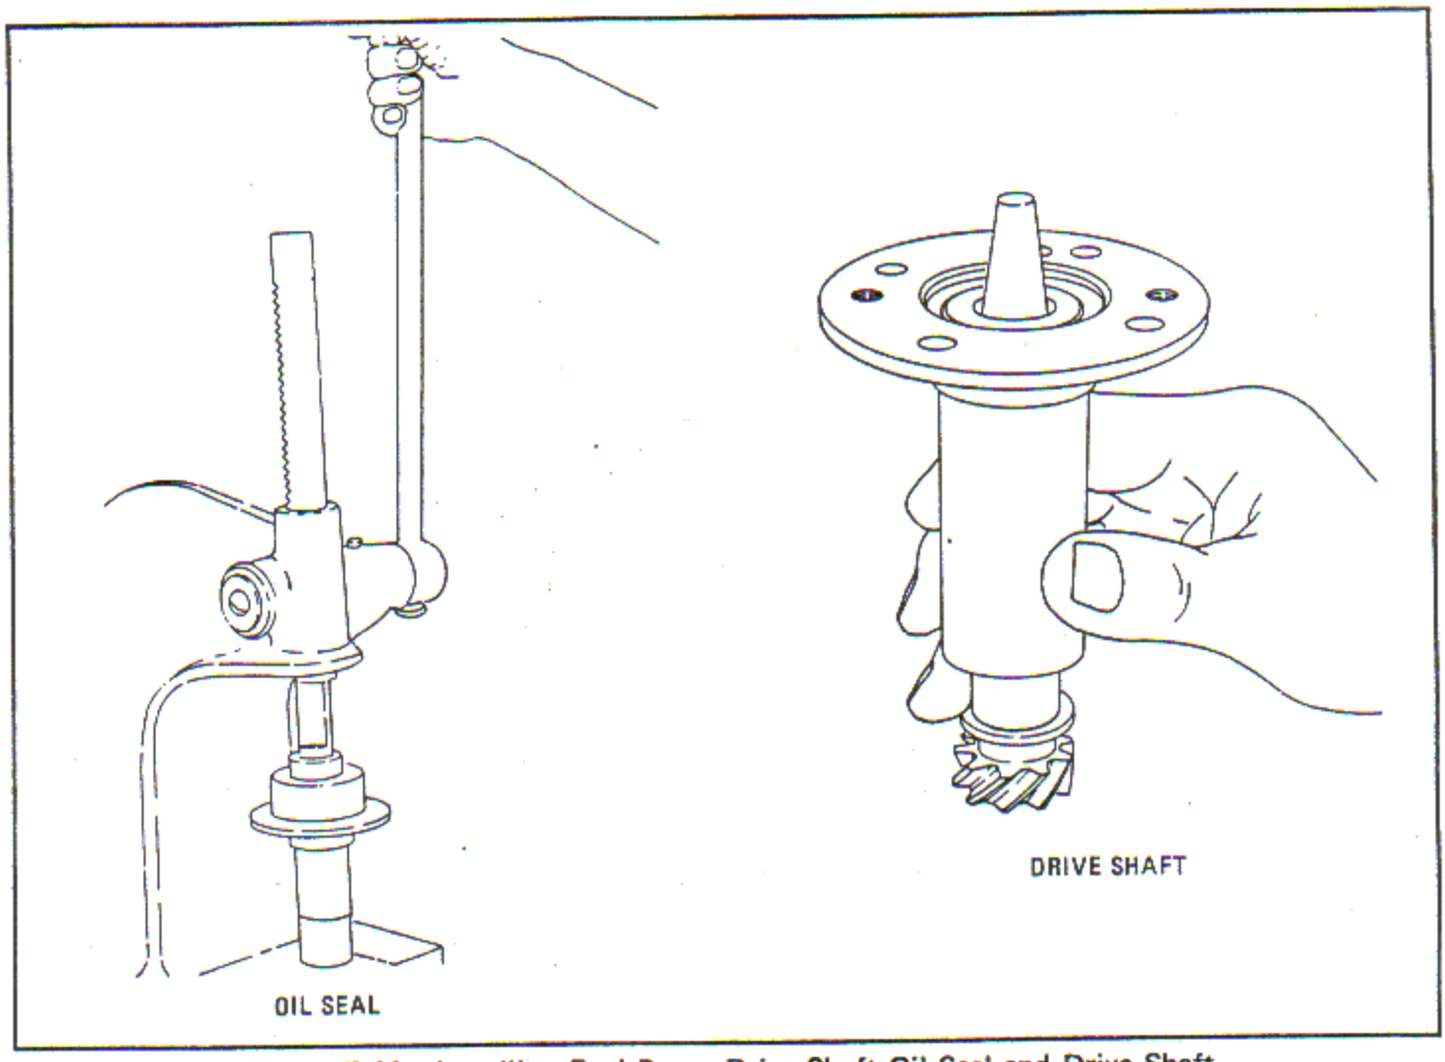

Figure 7-41. Installing Fuel Pump Drive Shaft Oil Seal and Drive Shaft
a. Install the oil seal in the fuel pump drive shaft support with the wide metal face toward the outside. Use remover and installer in an arbor press. See figure 7-41.